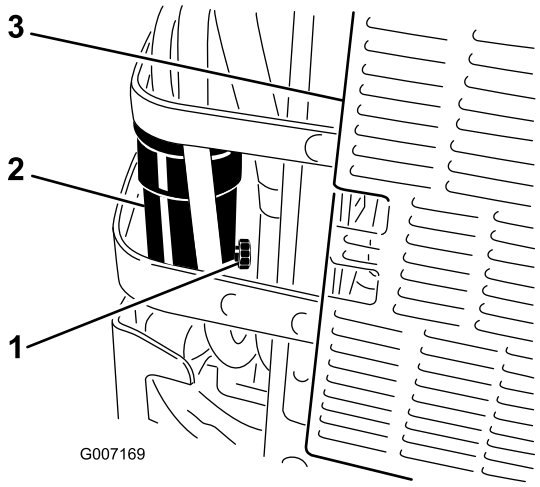

**Figur 54**
6. Öppna avtappningspluggen på vattenseparatorn ca ett varv och tappa ut vatten och andra föroreningar (Figur 54).
7. Stäng tömningsventilen när det bara är dieselbränsle som rinner ut (Figur 54).